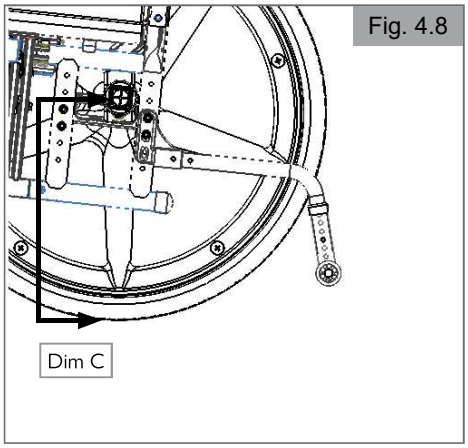
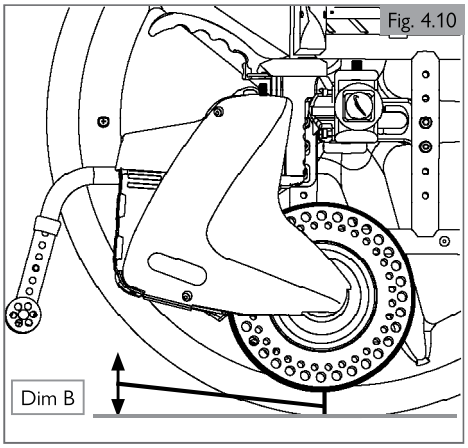

Fig. 4.8
Fig. 4.10
4.2 Wheel Up height setting (Fig. 4.8 - Fig. 4.10)